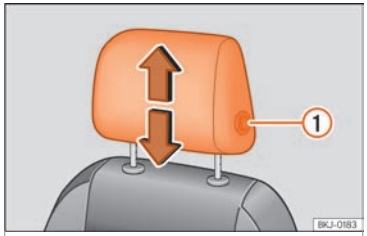
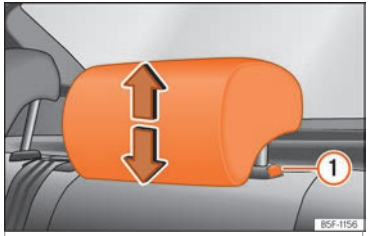

Fig. 107 Front seat: headrest adjustment.
Fig. 108 Rear headrest: headrest adjustment. »
• Move the headrest up or down in the direction of the corresponding arrow. Regarding the rear headrest, to both raise and lower, press the button ››› Fig. 107 ①; for the rear headrests it is only necessary to press the button ››› Fig. 108 ① to lower them ››› ⚠ in Introduction on page 127.